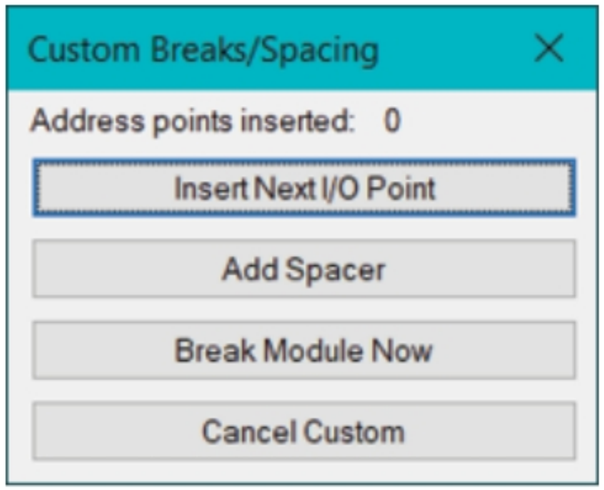

Figure-6. Custom Breaks Spacing dialog box
- Specify desired module identifier value in the **MODULE** edit box of this dialog box and click on the **OK** button from the dialog box. The PLC will be placed. If you have selected the **Allow spacers/breaks** radio button then **Custom Breaks/Spacing** dialog box will be displayed; refer to Figure-6. Select desired buttons to create customized PLC. Note that AutoCAD Electrical stores preferences of PLC insertion and next time when you will choose this tool, it will prompt you whether to continue previous session or not.